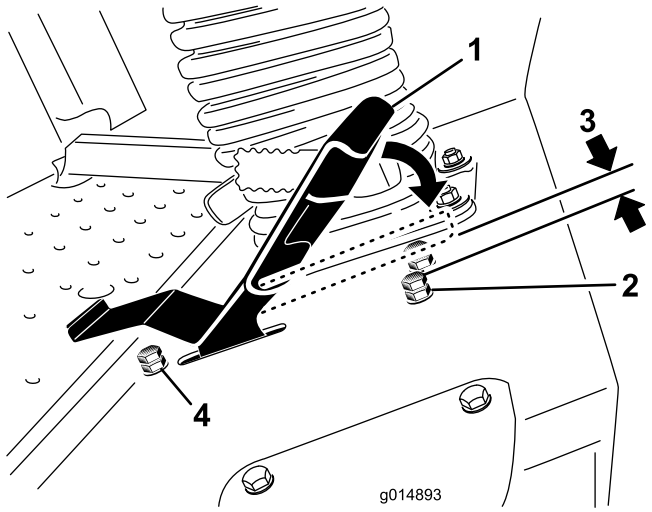

Figura 60
3. Allentate il controdado sul bullone di fermo del pedale della trazione (Figura 60).